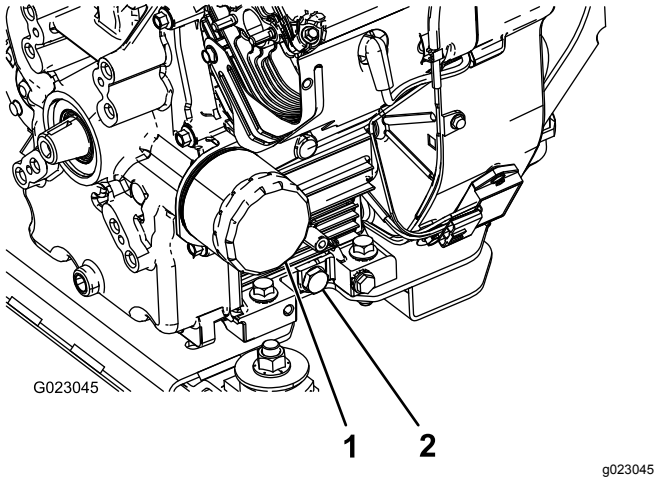

Figur 38
5. Fjern tappepluggen (Figur 38).
2. Ta av oljefilteret (Figur 38).
5. Installer det nye oljefilteret på filteradapteren. Drei oljefilteret med klokken til gummipakningen kommer i kontakt med filteradapteren. Trekk deretter til filteret med ytterligere 1/2-omdreining (Figur 38).